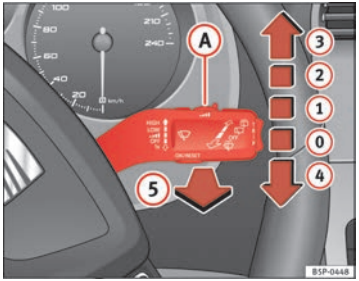

Fig. 85 Windscreen wiper and windscreen wash lever
The windscreen wiper lever ⇒ fig. 85 has the following positions:
- The next speed down will automatically be selected if wiper speed (2) ⇒ page 130, fig. 85 or (3) is selected when the vehicle stops. The set speed will be resumed when the vehicle starts again